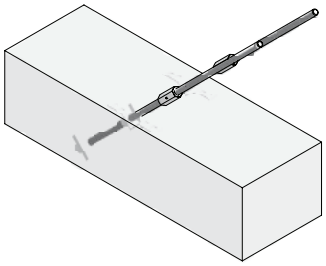

Abb. 14.5
2. Den Ankerstab mit der Verankerungshilfe 20 STB bzw. 26,5 STB verankern, die Verankerungsschlaufe kann an der oberen Bewehrung befestigt werden. Der Ankerstab muss vollständig in die Sechskantmutter geschraubt sein (Abb. 14.5 und 14.6). Die Betonüberdeckung beachten!